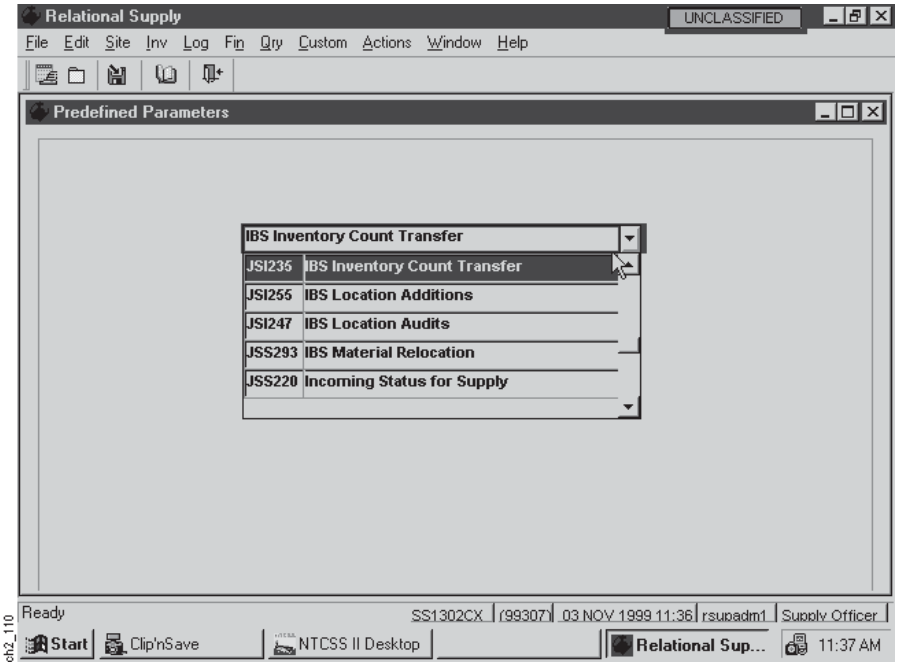

Figure 2-131
(2) Step 2. Select one of the options that appears on the Predefined Parameters Screen above (Figure 2-131). Appendix D provides a complete listing of predefined parameter jobs.
(3) Step 3. Select the Apply Option from the Icon Menu Bar to finalize this process.